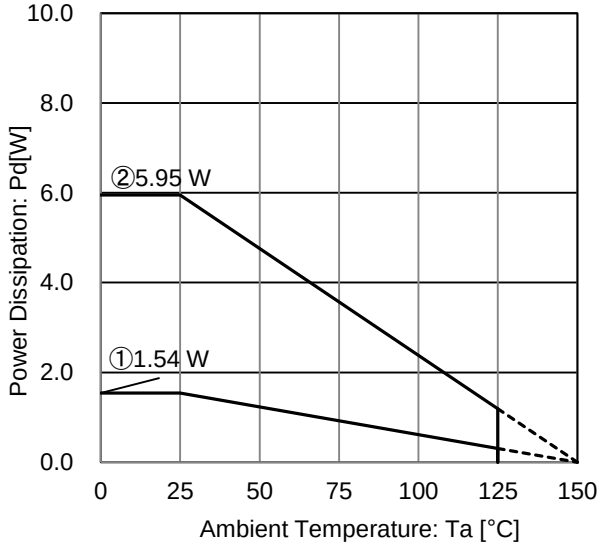

Figure 76. TO263-3 Package Data
(Figure 76, 77 ②θja=21°C /W →-47.6mW/°C